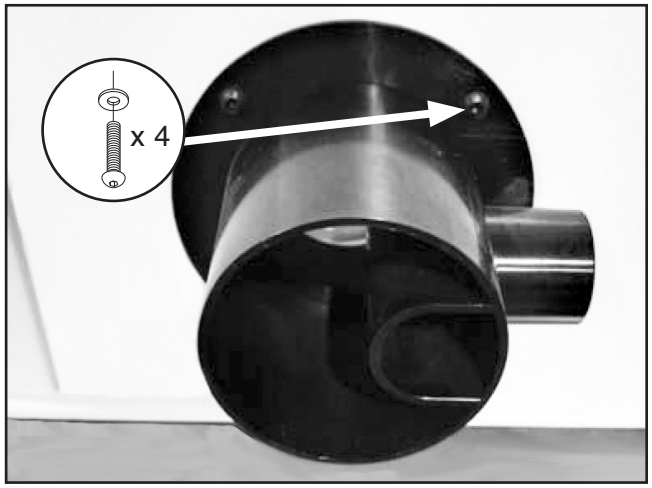

Figure 31. Dust port installed.
26. Attach dust port to cabinet using (4) M5-.8 x 12 button head cap screws and (4) 6mm flat washers, as shown in **Figure 31**.